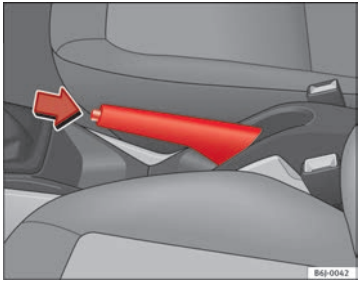

Fig. 118 Handbrake between the front seats
– Pull the handbrake lever up firmly ⇒ fig. 118.
– Pull the lever up slightly and press the release knob in the direction of the arrow ⇒ fig. 118 and guide the handbrake lever down fully ⇒ ⚠.